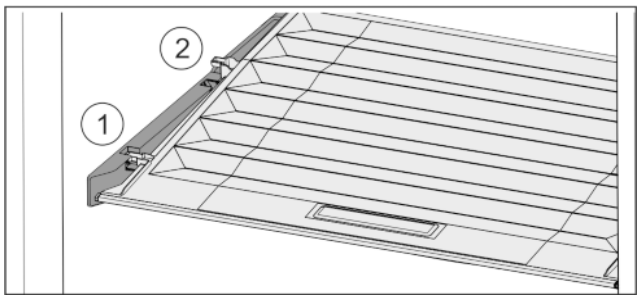

Fig. 29
▶ Pull the lid up at the front to the opening in the retaining parts *Fig. 29 (1)*.
▶ Lift from the back and pull it up and out *Fig. 29 (2)*.